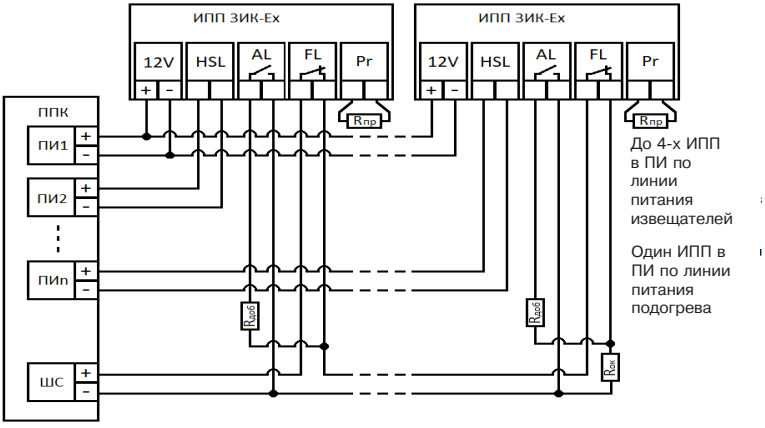

Рисунок 57
2.5.17.4 Осуществите электрическое подключение шлейфов ППК к колодкам ИПП-3ИК-Ех (рисунок 57). Задайте необходимый уровень чувствительности, установив сопротивление в контакты Pr (таблица 46).